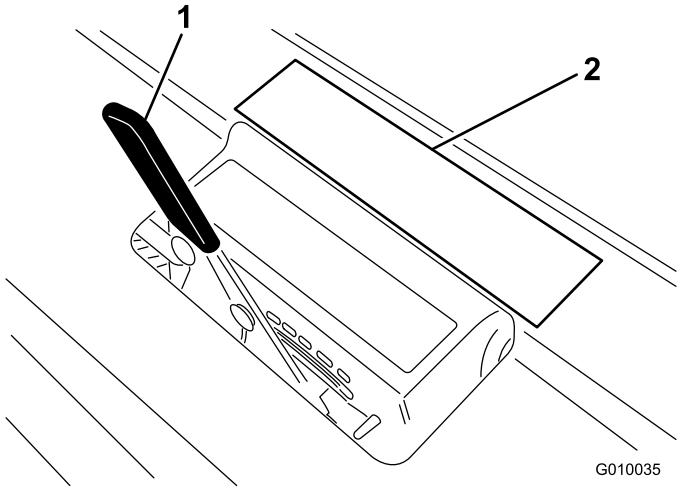

Figur 27
2. Legg pipen i pipedybdemerket (Figur 27) med én ende stilt opp med den ønskede luftedybden (se pipeoverlegget på merket).